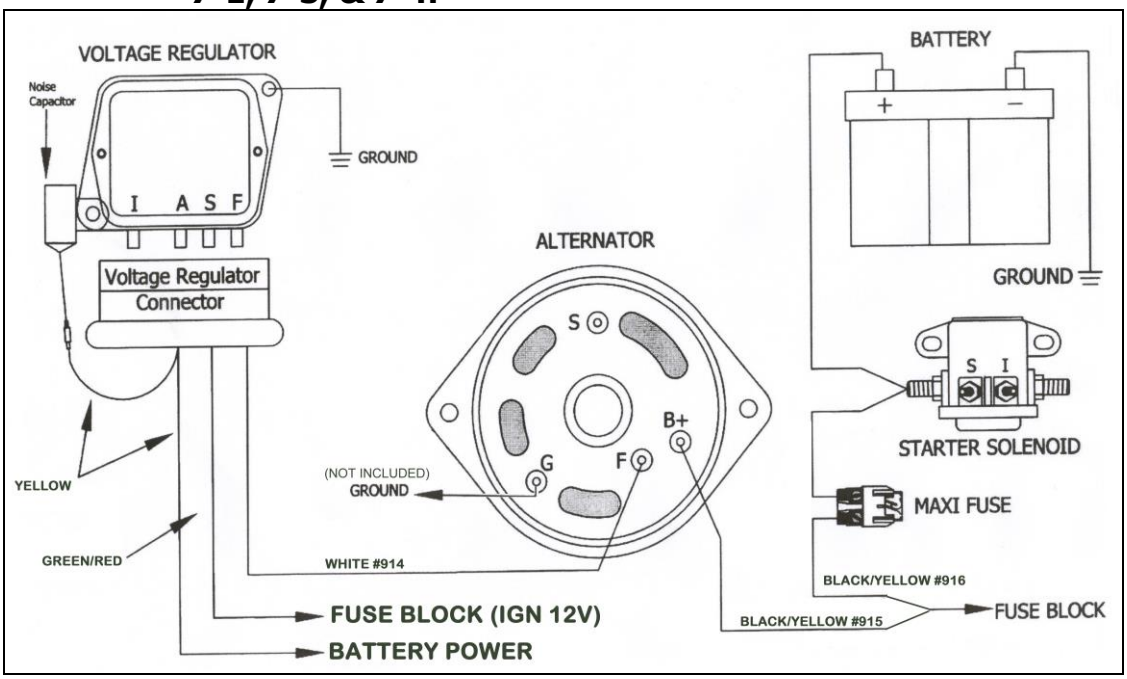

Figure 7-1 Alternator/Regulator Connections
7.1 Alternator/Regulator/Solenoid See Figure 7-1.
7.1.6 Connect HEADLIGHT SECTION wire #916 to one side of MIDI Fuse Base. Using the remaining portion of wire #916 connect the other side of the MIDI Fuse Base to the Battery side of the starter solenoid. **See Figures 7-1, 7-3, & 7-4.**